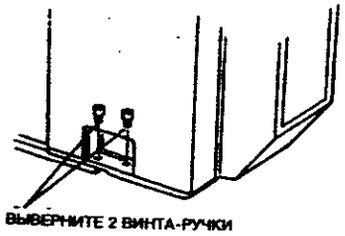

**Рисунок 2. Механическое разъединение сортера-финишера и процессора**
3. (Рисунок 2) Механически разъедините сортер-степлер и процессор